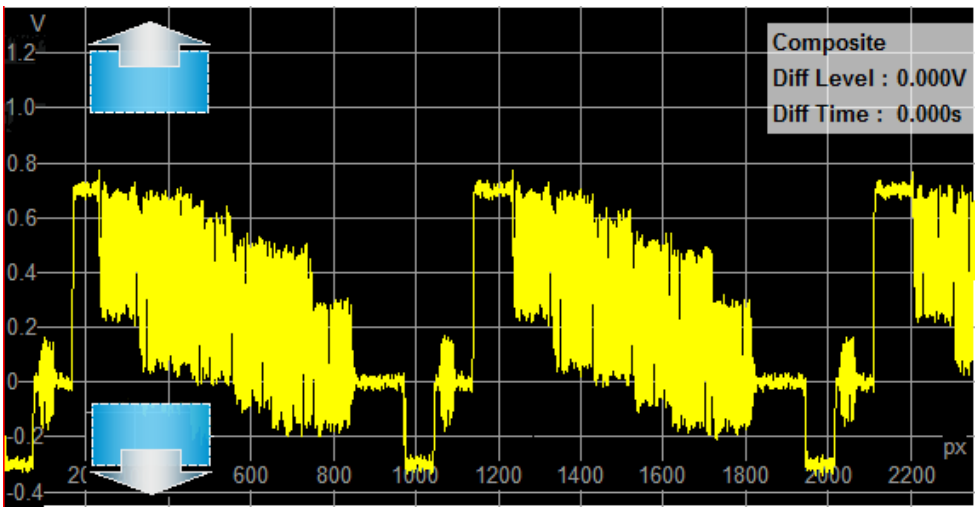

Figure 3-4: Scaling the y-axis
1. Touch and hold the diagram in one of the left corners until the up or down arrow is displayed (see Figure 3-4).